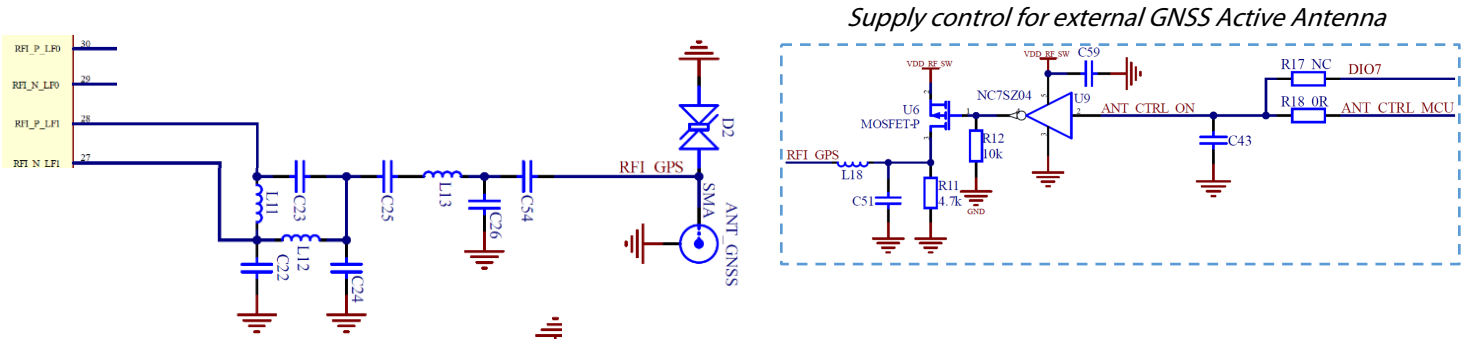

**Figure 8: GNSS Path with Supply Control for Active Antenna**
- **Active antenna**: The E656V01A PCB does not implement an LNA, as an active antenna already integrates a GNSS LNA. An external power supply, shown in Figure 8, provides 3.3 V on the RF line of the GNSS path.